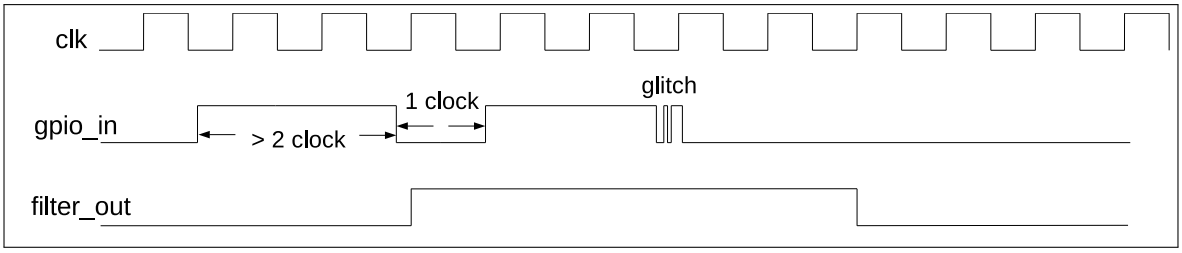

图 5-3. GPIO 输入信号滤波时序图
2. 置位寄存器 IO_MUX_FILTER_EN 使能 pad 输入信号滤波，如图 5-3 所示。只有当输入信号的有效宽度大于两个时钟周期时，输入信号才会被采样。否则，输入信号将会被滤掉。